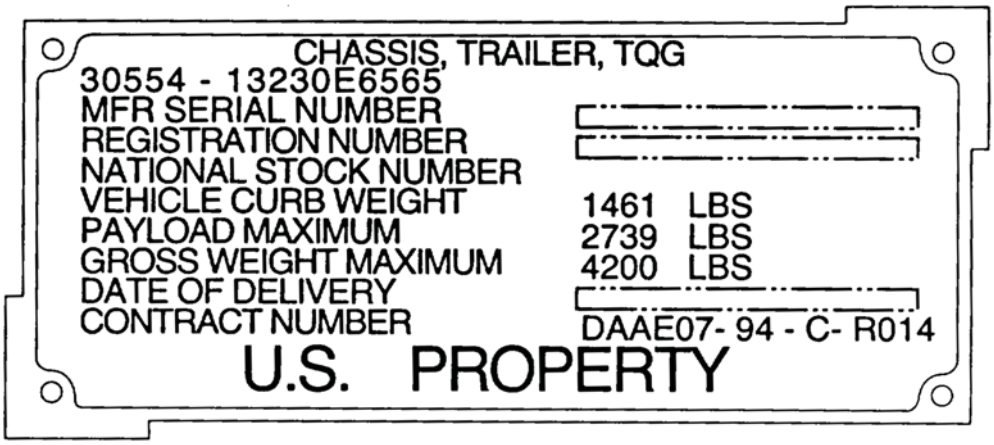

Figure 24. PU-798A and PU-799A Trailer Chassis Identification Plate.
See Figure 24. This plate is located on curbside tow bar.
Refer to Figure 24. This plate is located on curbside tow bar.
1. Disconnect the auxiliary fuel hose (Figure 24, Item 4) from the generator set external fuel supply connection (1). Elevate the free end of the auxiliary fuel hose to drain fuel back into the external fuel source (2). Place free end of auxiliary fuel hose on a clean surface.
2. Disconnect auxiliary fuel hose (4) from fitting on container adapter (3).
4. Release the container adapter from the external fuel source by lifting the handle of the clamp (5). Remove the container adapter from the external fuel source. Close the external fuel source and load onto appropriate transportation.